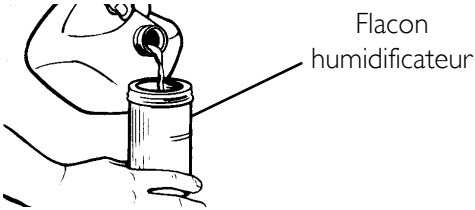
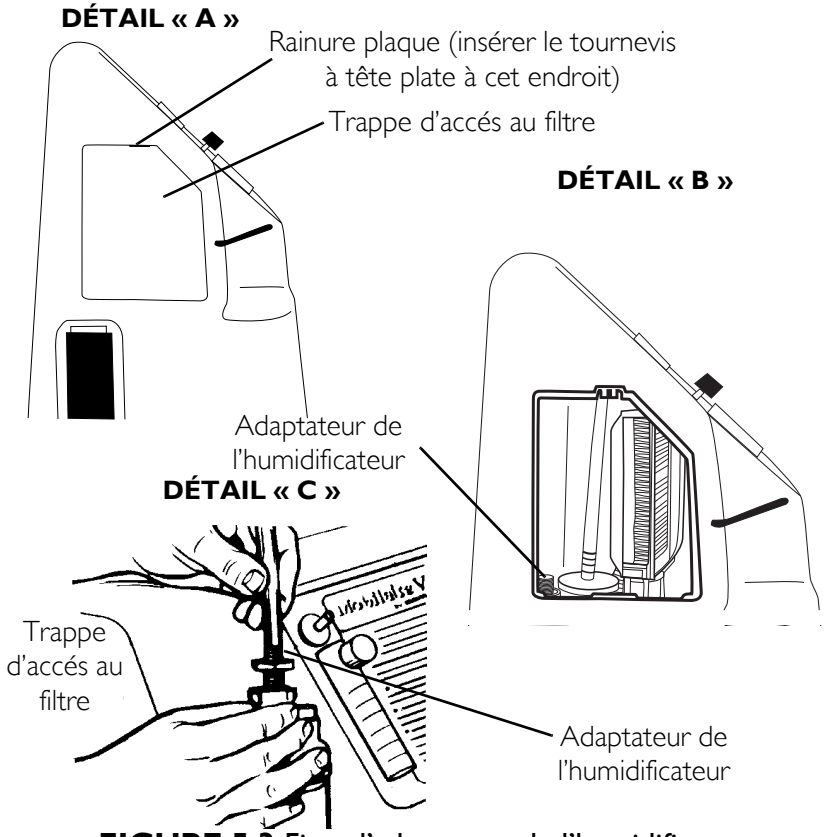
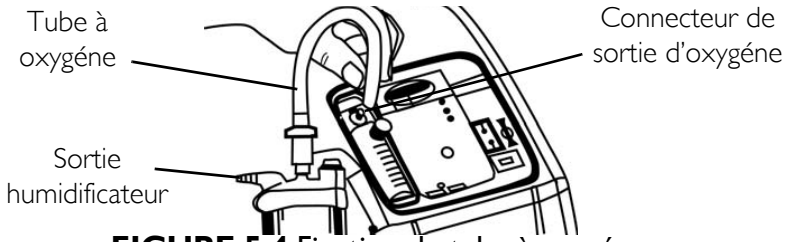

FIGURE 5.1 Remplissage de l'humidificateur
FIGURE 5.3 Fixer l'adaptateur de l'humidificateur
FIGURE 5.4 Fixation du tube à oxygéne
REMARQUE : Pour cette procédure, se reporter à la FIGURE 5.1 page 49, FIGURE 5.2 page 49 FIGURE 5.3 page 50 et FIGURE 5.4 page 51.
3. Retirer la trappe d'accés au filtre située sur le côté du concentrateur. Insérer un tournevis à tête plate dans la rainure plaque sur le bord supérieur de la trappe d'accés et soulever délicatement la porte d'accés du filtre pour ouvrir la trappe. Se reporter au détail « A » dans FIGURE 5.3.
4. L'adaptateur de l'humidificateur se trouve prés du filtre d'entrée. Retirer l'adaptateur de l'humidificateur. Se reporter au Détail « B » dans la FIGURE 5.3.
5. Le fixer à l'humidificateur en tournant l'écrou papillon sur le flacon de l'humidificateur dans le sens contraire des aiguilles d'une montre jusqu'à ce qu'il soit bien fixé. Se reporter à Détail « C » dans la FIGURE 5.3.